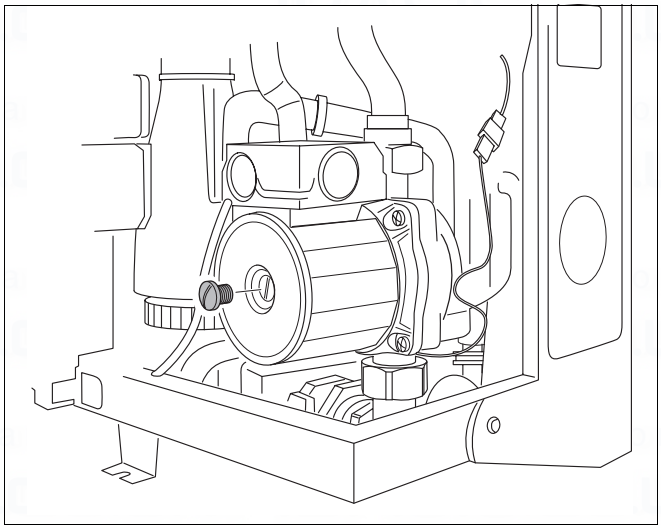

Fig. 62 600 Series 11S / 19S / 24S / 24C: Checking the circulation pump
- Remove screw plug on circulation pump (fig. 62).